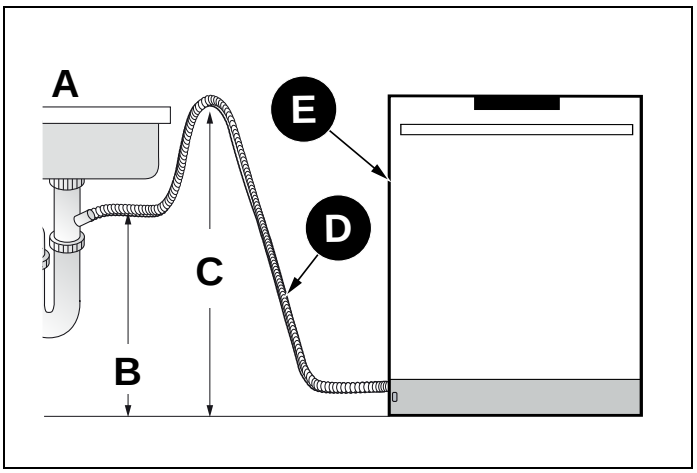

Fig. 18
5) S'il n'y a pas de dispositif anti-refoulement, assurez-vous de suspendre le milieu du tuyau de vidange bien au-dessus de la base du meuble évier pour éviter tout reflux (voir Fig. 18).